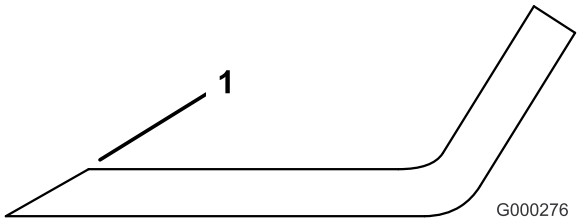

Figur 84
3. Kontrollera samtliga knivseggar. Slipa knivseggarna om de är slöa eller hackiga. Slipa endast skäreggens översta del och behåll den ursprungliga skärvinkeln för bästa skärpa (Figur 84). Kniven förblir balanserad om lika mycket metall avlägsnas från båda eggarna.